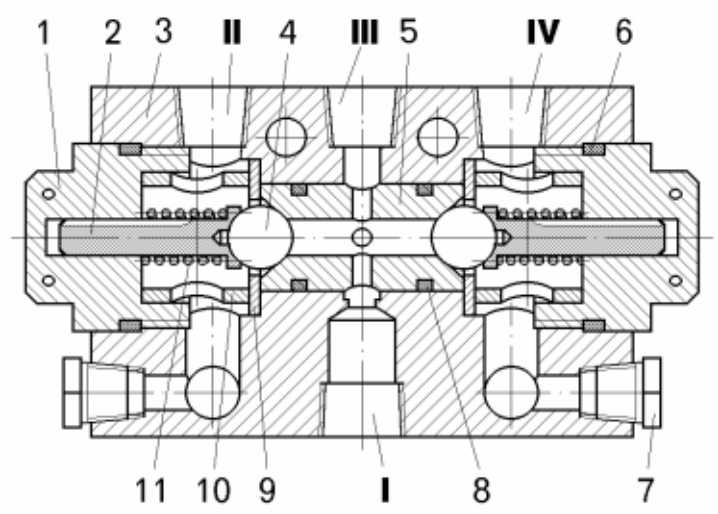

Рисунок 10.6 – Двойной защитный клапан:
– вывернуть пробки 1 (рисунок 10.6) с уплотнительными кольцами 6;